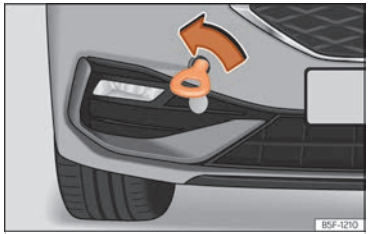

Fig. 213 Part dreta del para-xocs davanter: argolla de remolc enroscada.
- Enrosqueu l'argolla de remolc a l'allotjament girant-la al màxim **en el sentit contrari al de les agulles del rellotge** ››› fig. 213 , ››› ⓘ. Utilitzeu un objecte adequat amb el qual pugueu enroscar completament i fermament l'argolla de remolc en el seu allotjament.